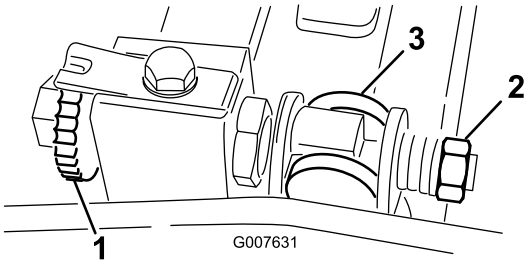

**Figur 54**
1. Drej bundtværstangens justeringsskrue mod uret for at føre bundkniven væk fra knivcylinderen (Figur 54).
2. Før fjederspændingsmøtrikken bagud, indtil skiven ikke længere sidder stramt mod bundtværstangen (Figur 54).